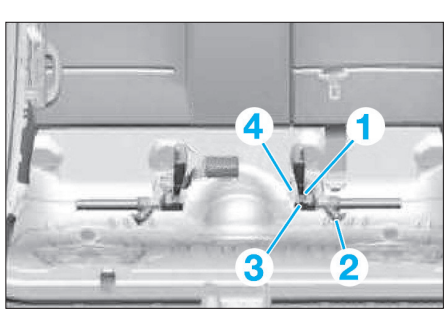

Fig. 30
- Déposer la vis de fixation (1) **(Fig.30)**.
- Déverrouiller et débrancher le connecteur (2).
- Déposer la partie inférieure de la ceinture (3).